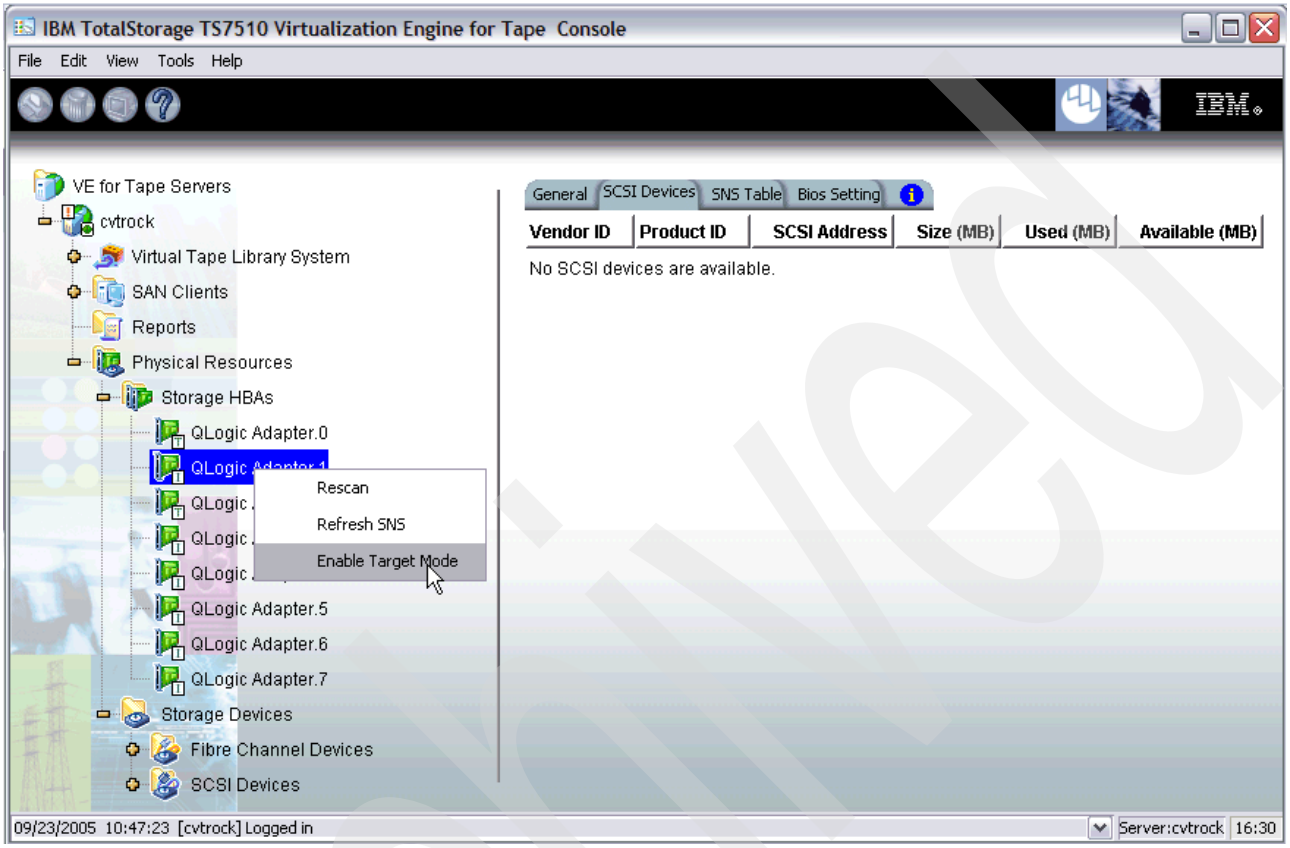

Figure 4-11 Selecting the Enable Target Mode option
1. Select **Physical Resources** → **Storage HBAs**. Right-click the adapter which you want to change and select **Enable Target Mode** as shown in Figure 4-11.